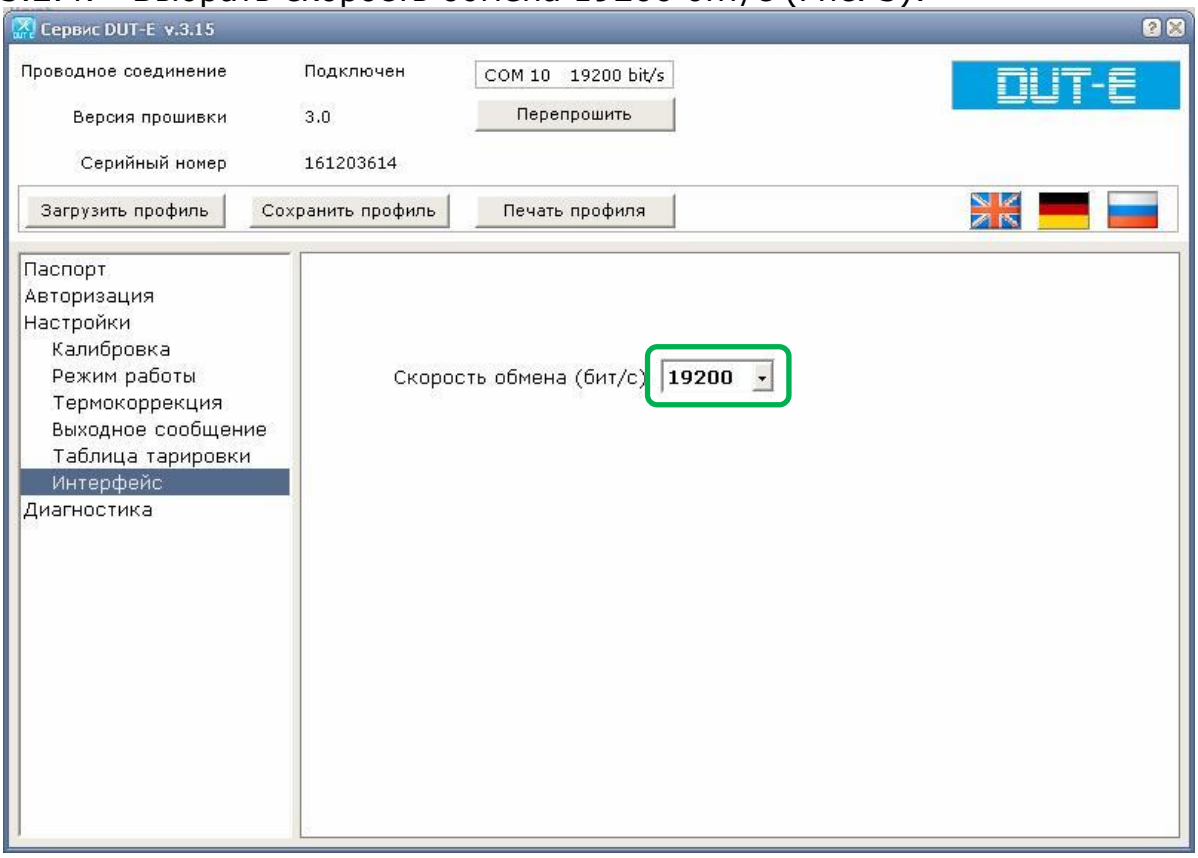

Рисунок 3
3.2.4. Выбрать скорость обмена 19200 бит/с (Рис. 3):